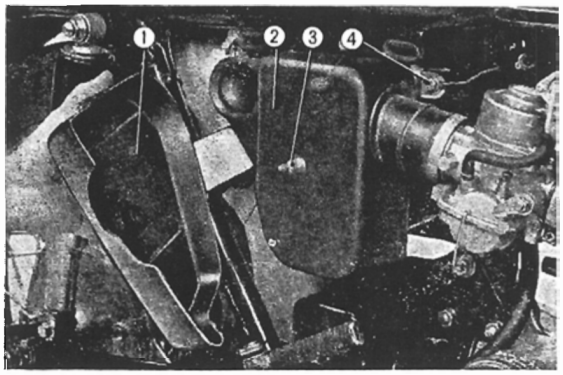

Fig. 6.19 Air cleaner cover removing
3. Unscrew the 6 mm hex bolt, loosen the air cleaner connecting tube setting screw and remove the air cleaner element. **(Fig. 6.19)**